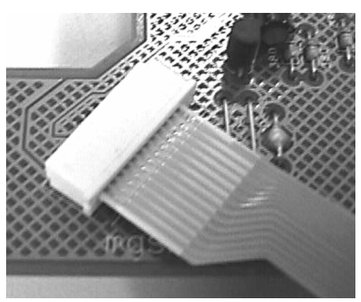

Figure 3
7) Connect new flexfoil to print connector (fig. 3).